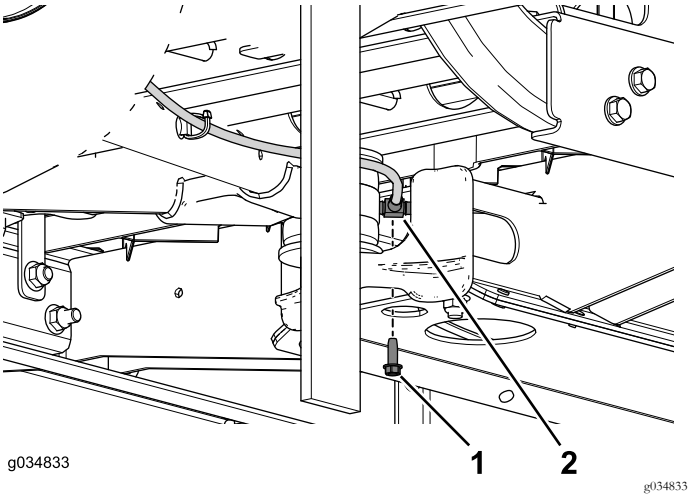

Figur 18
5. Fjern den selvgjengende skruen som fester T-stykket til midtkanalen (Figur 18).